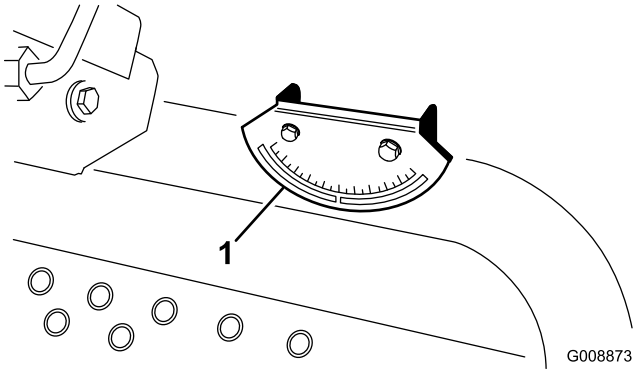

Rysunek 6
2. Sprawdzamy ręcznym inklinometrem (Rysunek 6) (dostarczanym z maszyną) umieszczonym na poprzecznej belce ramy obok zbiornika paliwa, czy maszyna stoi płasko. Odczytywany z fotela operatora inklinometr winien wskazywać zero.